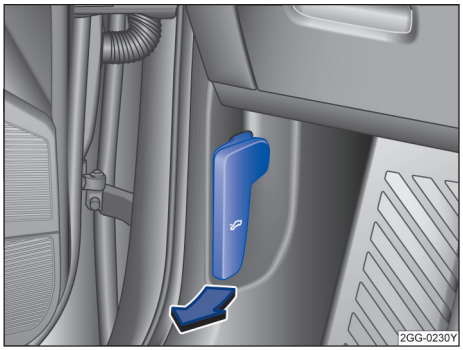

图 202 驾驶员侧脚部空间：发动机舱盖锁开启手柄 ▶
– 将车门打开沿图示箭头方向拉动开启手柄 → 图 202，舱盖在弹簧机构的作用下弹开稍许。